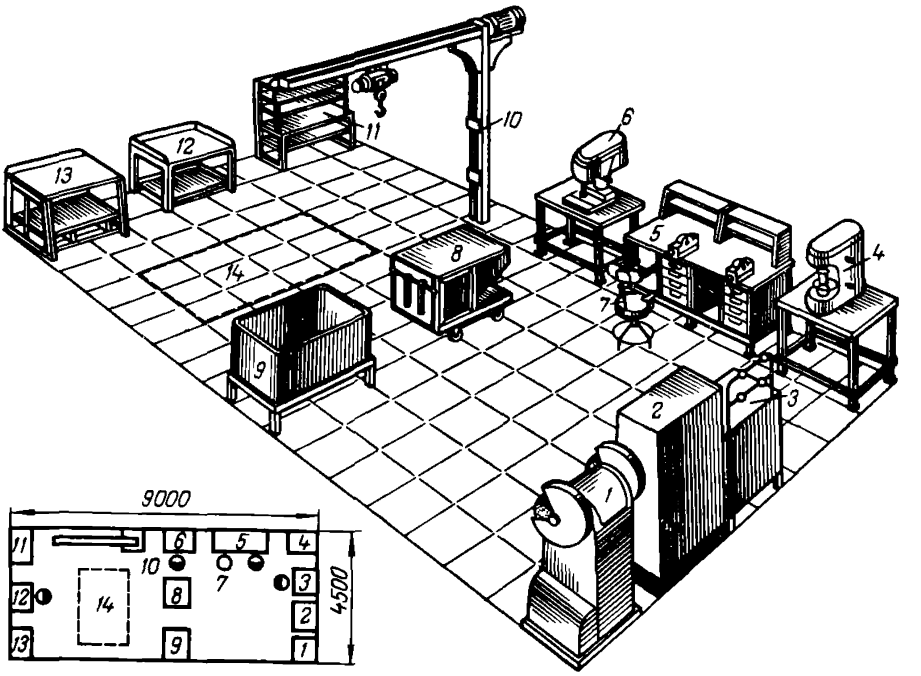

Рис. 2. Типовая планировка рабочего места слесарей по ремонту и межремонтному обслуживанию оборудования:
2.5. Организация рабочего места определяется наличием и размещением необходимого оборудования, приспособлений и инструмента. На рис. 2 предлагается типовая планировка участка ремонта станков с ЧПУ, которая обеспечит наиболее экономное использование производственных площадей, сокращение расстояний переходов рабочих и транспортировки материалов за счет рационального расположения оборудования и оргтехоснастки.
2.6. В целях повышения качества ремонтного оборудования и применения передовых методов и приемов труда предусмотрена специализация рабочих мест на участке. Приведенные планировки (рис. 2, 3, 4, 5,